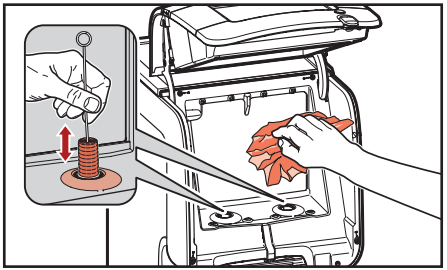

Fig. 5.9 - Curățare compartiment de răcire
4. Curățați orificiul dozatorului cu o perie și interiorul compartimentului de răcire cu o lavetă umedă, curată (fig. 5.9). Ștergeți cu hârtie de bucătărie curată.